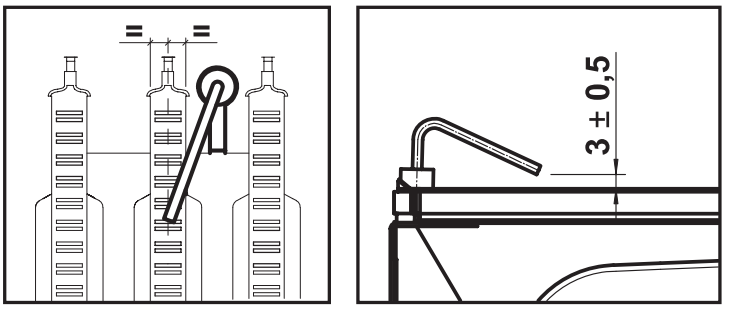
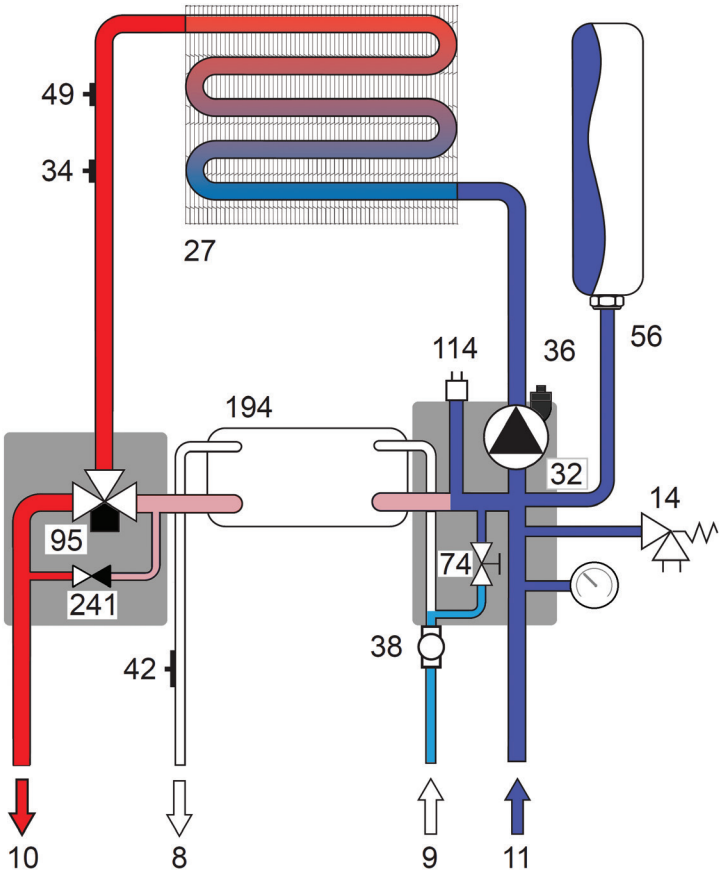

**Рис. 16. Положение электрода**
Рис. 18. Отопительный контур
**Условные обозначения рис. 16а, рис. 16б, рис. 17 и рис. 18**